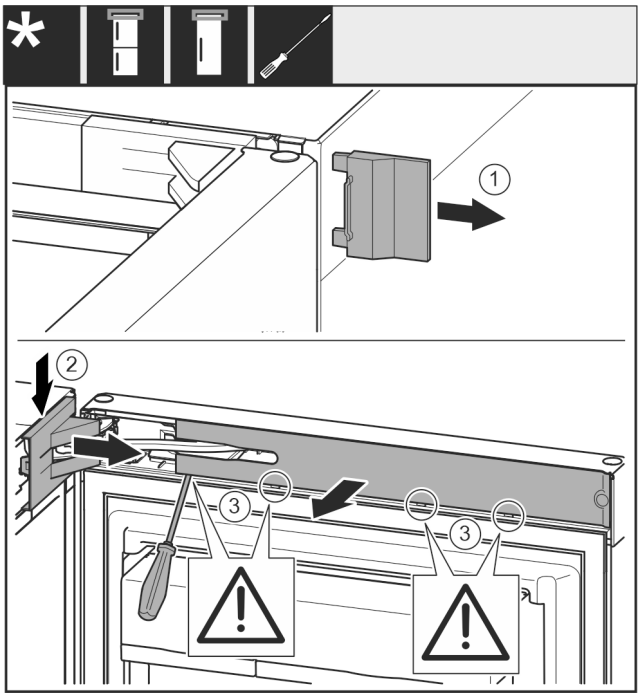

Fig. 9
▶ Äußere Abdeckung abnehmen. *Fig. 9 (1)*
▶ Lagerbockabdeckung ausrasten und lösen. Lagerbockabdeckung abnehmen. *Fig. 9 (2)*
▶ Blende mit Schlitzschraubendreher ausrasten und zur Seite schwenken. *Fig. 9 (3)*